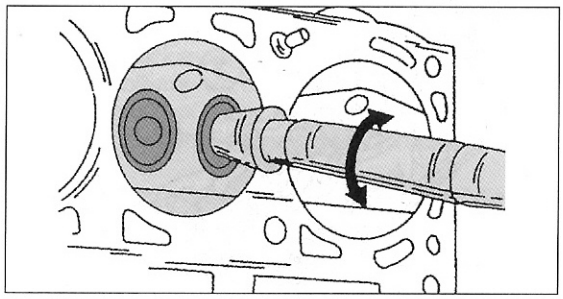

Bild 76
- Ventilsitze kann man einschleifen, wenn man annimmt, dass sie noch zu retten sind. Dazu die Ventilsitzfläche mit etwas Schleifpaste einschmieren und das Ventil in den entsprechenden Sitz einsetzen. Einen Sauger am Ventil anbringen und das Ventil hin- und herbewegen, wie es in Bild 76 gezeigt ist.